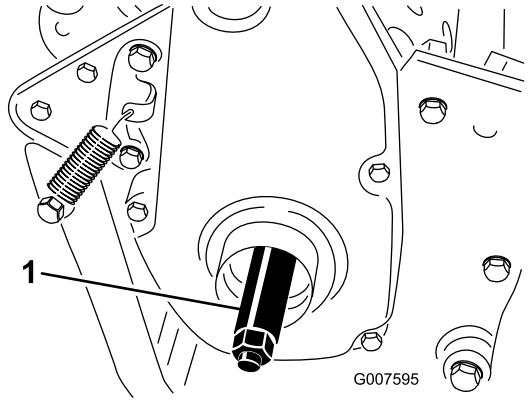

Figur 7
3. Trä på den högra hjulaxeln på drivskivan på maskinens högra sida (Figur 7).